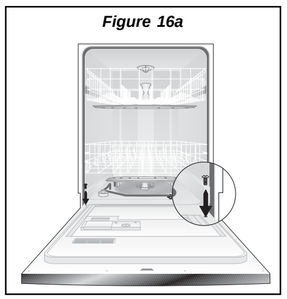

Figure 16a
1. Unlatch and open door. Using a Phillips head screw driver, remove two (2) screws from inner door. Save screws to reassemble. **See Figure 16a.**